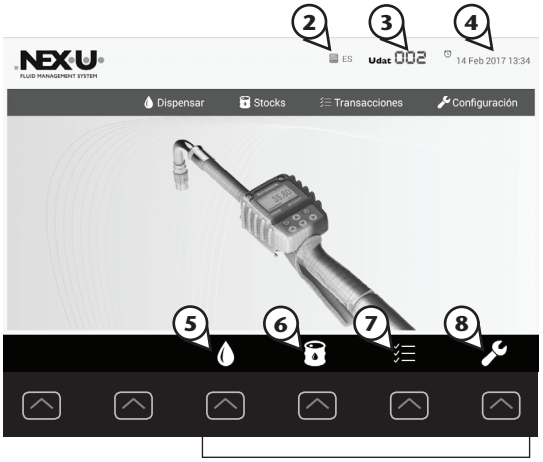

Рис. 11
Находясь в домашнем экране, нажмите быструю кнопку (1), связанную с открытой иконкой, чтобы попасть в главное меню (рис. 11)